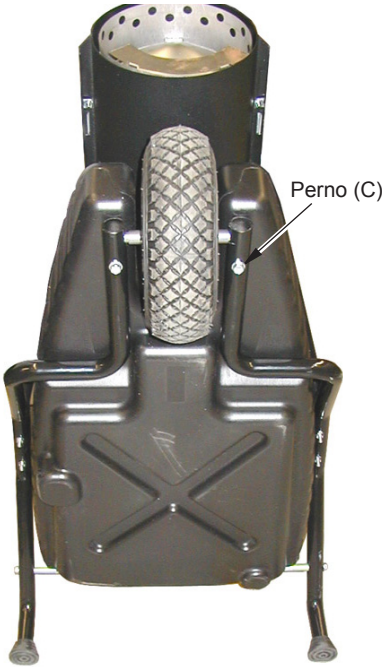

Figura 8 - Procedimiento para sujetar las patas al tanque
5. Levante la parte delantera del calentador de forma tal que se apoye en la parte posterior del armazón y las patas (consulte la figura 8, en la página 7).
8. Asegure las patas delanteras al tanque por medio de dos pernos (C) (consulte la figura 8).